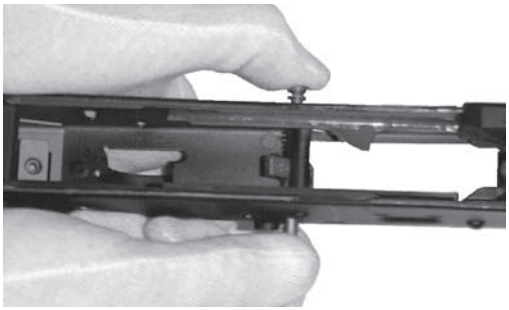

Rys. 81. Wstawanie osi spustu samoczynnego
- przyłączyć spust samoczynny: wprowadzić krótszy koniec sprężyny do otworu występu spustu samoczynnego i włożyć przez otwór do magazynka spust samoczynny ze sprężyną do komory zamkowej, wstawić dźwignię spustu samoczynnego na jej miejsce i włożyć wybijak z prawej strony komory w otwór do osi spustu samoczynnego i sprężyny; podtrzymując prawą ręką spust samoczynny, lewą wstawić oś *(rys. 81)*; po przyłączeniu podnieść koniec sprężyny i włożyć go do podtoczenia pierścieniowego osi spustu samoczynnego;